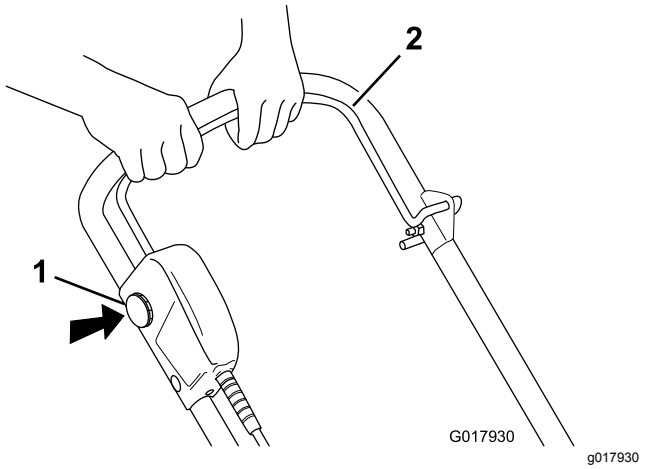

Figur 10
1. For at starte motoren skal du sætte låsenøglen i, trykke på og holde sikkerhedsknappen inde og trykke på håndtagets kraftudtag (Figur 10).